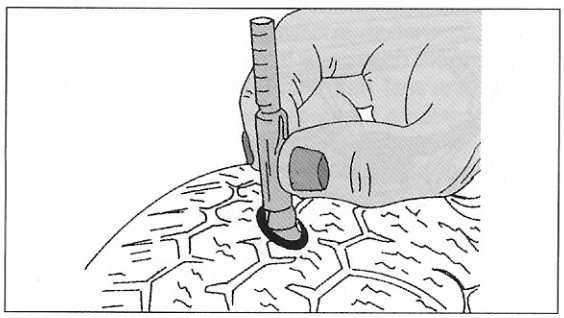

Bild 332
- Das Reifenprofil muss über die gesamte Lauffläche mindestens 1,6 Millimeter tief sein. Bei dieser Marke wird auf der Lauffläche an mehreren Stellen ein Profilstandsanzeiger sichtbar. Die Buchstaben „twi" (tread wear indicator) auf der Reifenflanke zeigen, wo sich diese Anzeiger befinden. Tauschen Sie Sommerreifen zur Sicherheit bereits bei einer Profiltiefe von zwei Millimetern, Winterreifen bei vier Millimetern – das Fahrverhalten wird mit abnehmendem Profil schlechter, vor allem auf nasser Fahrbahn. Zum Messen der Profiltiefe gibt es spezielle Tester, welche man in der in Bild 332 gezeigten Weise auf den Reifen aufsetzen kann. Durch Hineinschieben des Messstiftes kann man die Anzeige in Millimetern an der Skala ablesen.